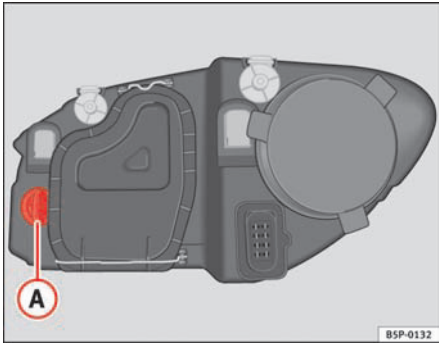

Fig. 156 Turn signal lamps
– Rotate the lamp holder ⇒ fig. 156 (A) to the left and pull.